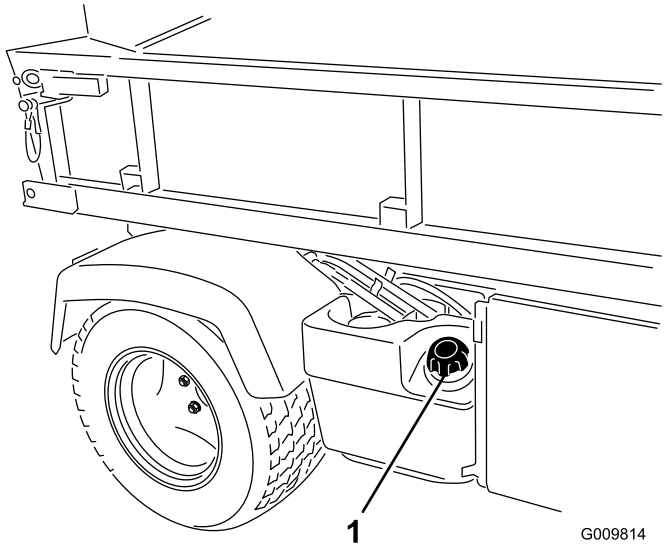

Figur 15
2. Ta bort tanklocket (Figur 15).